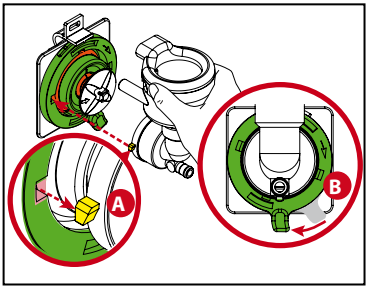

Fig.16
3. Turn the mounting plate clockwise until the mixer holes are aligned to the 3 o’clock and 9 o’clock positions. Align the guide hooks on the mixer bowl and instert them through the plate and into the chassis (A). Finally, lock the mixer bowl in by rotating the mounting plate clockwise until it complete stops turning and the tab is at the 6 o’clock positon (B). (See Fig.16)